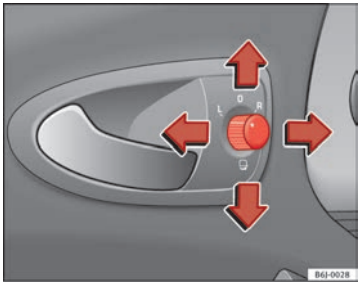

Fig. 67 Controls of exterior mirrors
1. Turn knob ⇒ Fig. 67 to position **L** (**left exterior mirror**).
– Turn the control ⇒ Fig. 67 to position to fold in the exterior mirrors. You should always fold in the exterior mirrors if you are driving through an automatic car wash. This will help prevent damage.